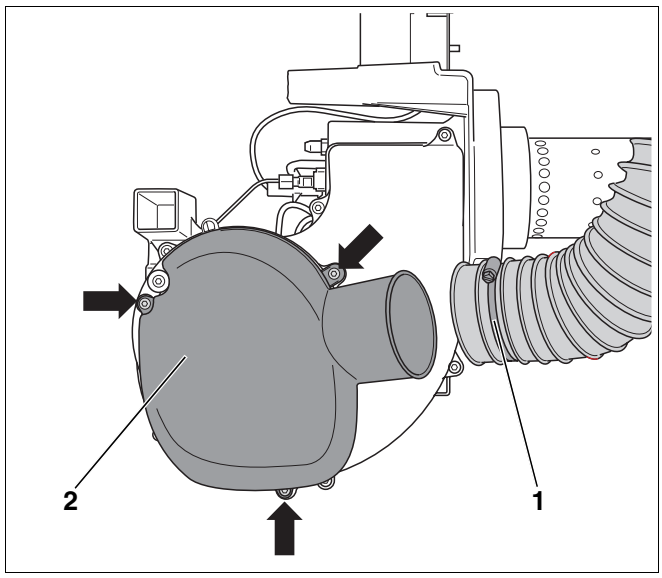
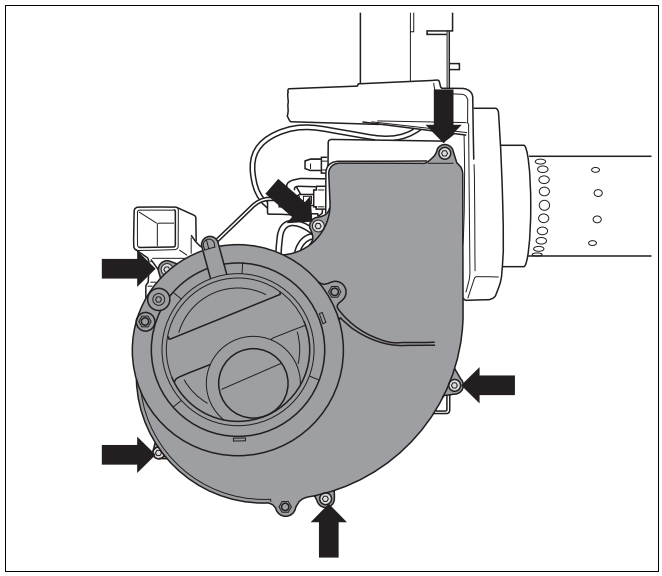

Rys. 29 Demontaż tłumika dźwięków ssania
Rys. 30 Demontaż pokrywy koła dmuchawy
- Odkręcić opaskę zaciskową (rys. 29, **poz. 1**) na wężu doprowadzającym powietrze do spalania (praca bez poboru powietrza z pomieszczenia zainstalowania).
- Odkręcić śruby mocujące (rys. 29, **strzałki**) i wyjąć tłumik dźwięków ssania (rys. 29, **poz. 2**).
- Odkręcić sześć śrub mocujących (rys. 30, **strzałki**) i zdemontować pokrywę koła dmuchawy.
- Ponownie zamocować pokrywę koła dmuchawy (rys. 30) i tłumik dźwięków ssania (rys. 29, **poz. 2**).
- Poluzować opaskę zaciskową (rys. 29, **poz. 1**, strona 31) i odłączyć przewód ssący.